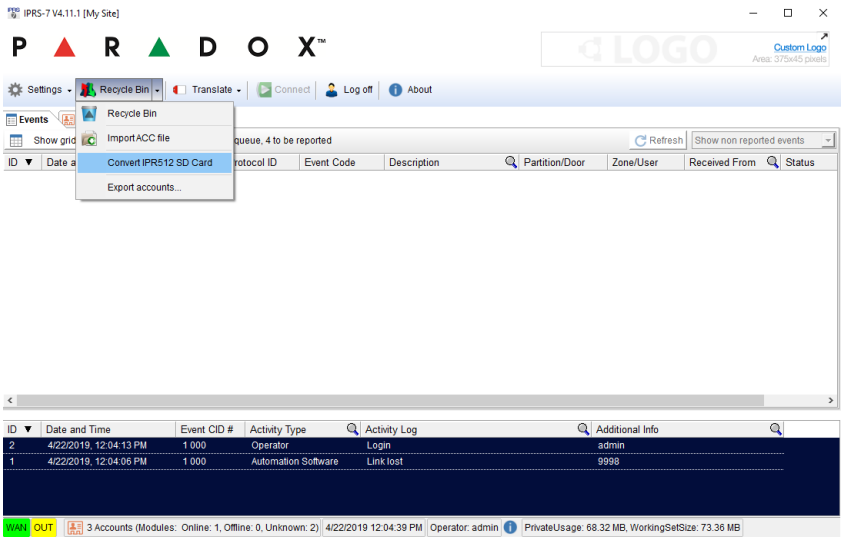

Fig. 23 Convert IPR512 SD Card
2. Please remove the SD card from IPR512 and insert it into a PC with IPRS7 installed. From IPRS7 interface, press Recycle Bin and select Convert IPR512 SD Card option (Fig. 23).